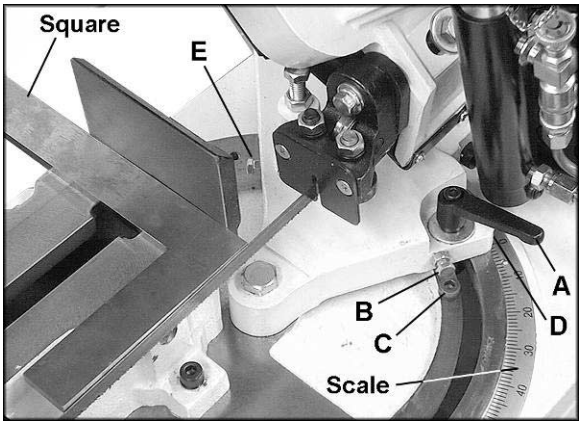

*Figure 10*
1. Loosen the handle (A, Figure 10) and make sure the bow is swiveled enough that the stop screw (B, Figure 10) is contacting the fixed screw (C, Figure 10).
2. Place a machinist's square on the bed against the blade and the fixed jaw of the vise, as shown in Figure 10. The square should lie along the entire length of the jaw and blade without a gap.
3. If the vise and blade are not square, loosen the hex nut on the stop screw (B, Figure 10) with a 10mm wrench and rotate the stop screw as needed until the vise and blade are square whenever the stop screw is contacting the socket head cap screw (C, Fig 10).
4. If the vise and blade are square but the pointer (D, Figure 10) is off slightly, loosen the screw and adjust the pointer until it lines up with zero on the scale. Tighten the screw.
**Note**: The handle (A, Figure 10) is adjustable. Simply lift up on the handle and rotate it on the pin. Release the handle, making sure it seats itself properly on the pin.
If adjustment is needed, loosen the hex nut on the 45° stop (E, Figure 10) and rotate the screw as needed with a 10mm wrench. When satisfied, tighten the hex nut.
6. Remove the socket head cap screw (C, Fig. 10) to allow the bow to swivel.